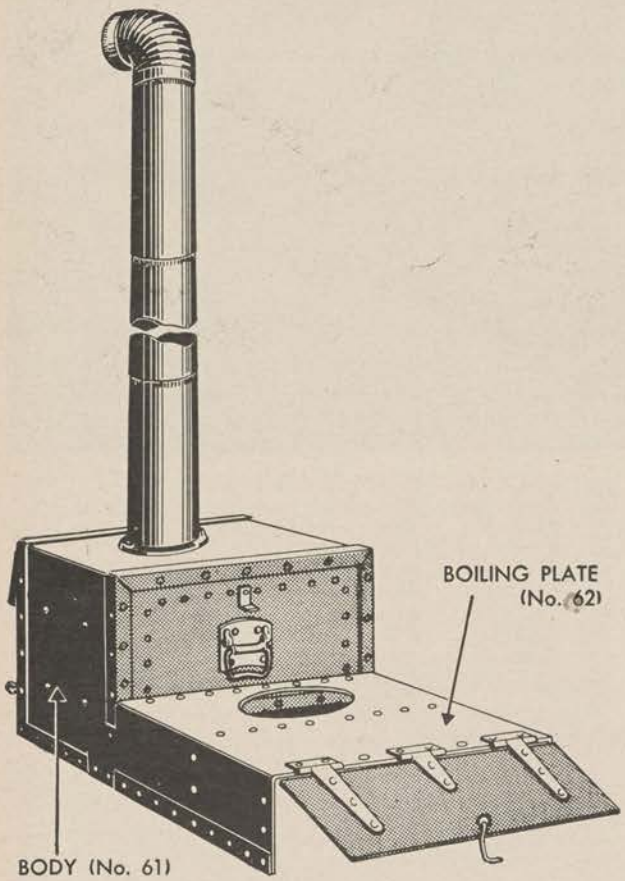

Figure 62. Range, Army field, No. 2 (65–C–1070) (complete with equipment, stock No. 65–C–1065).
a. Army field range No. 2 (stock No. 65–C–1070) is a wood-burning range, designed to cook for approximately 55 men; it consists of an oven (No. 61) and a boiling plate (No. 62). (See fig. 62.) The Alamo attachments used with field range No. 1 are not used with field range No. 2.